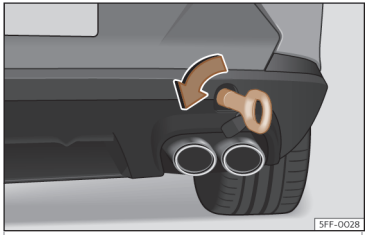

Fig. 46 En el lado derecho del paragolpes trasero: argolla de remolque enroscada.
- Enrosque la argolla de remolque en el alojamiento girándola al máximo **en el sentido contrario al de las agujas del reloj**››› fig. 46 ››› ❗. Utilice un objeto adecuado con el que pueda enroscar completa y firmemente la argolla de remolque en su alojamiento.